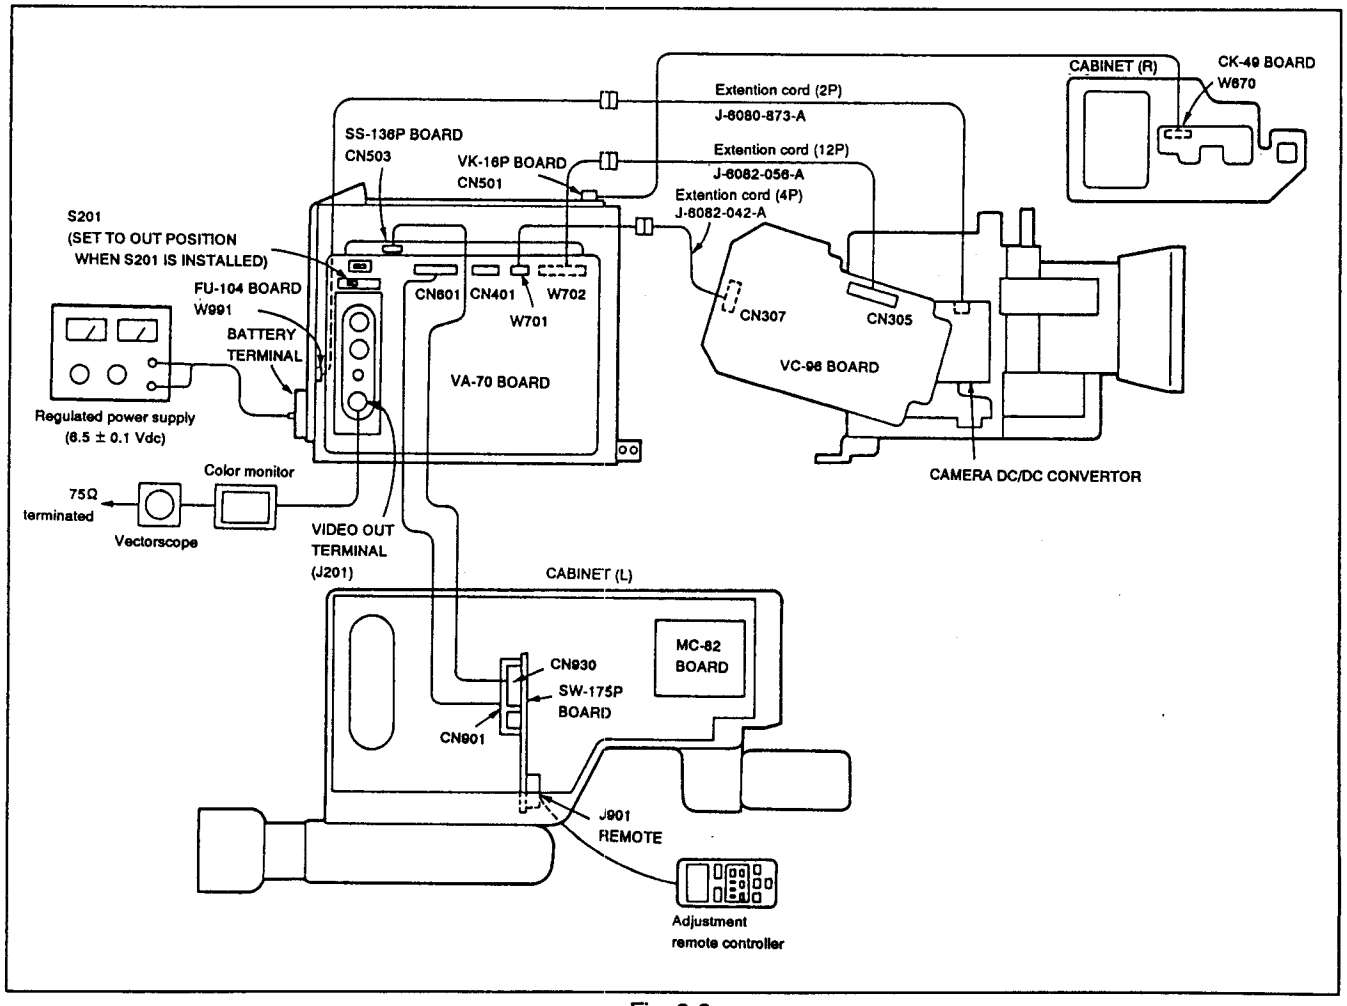

Fig. 8-3.
1) Connect the various devices for adjustment as shown in Fig. 8-3.